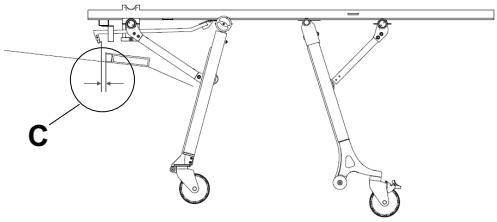

Figur 15 – Afstand mellem sikkerhedskrog og gribeplade
- Den vandrette afstand (C) mellem sikkerhedskrogen og gribepladen er tilstrækkelig til udladning (Figur 15)